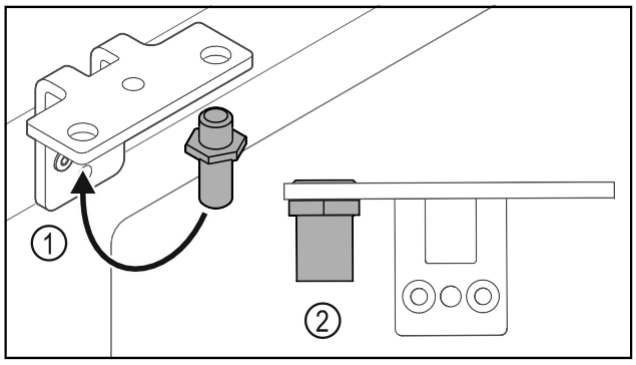

Fig. 23
▶ Bolzen *Fig. 23 (1)* im Scharnierwinkel umsetzen.
▶ Bolzen *Fig. 23 (2)* mit **Drehmoment von 12 Nm** anziehen.